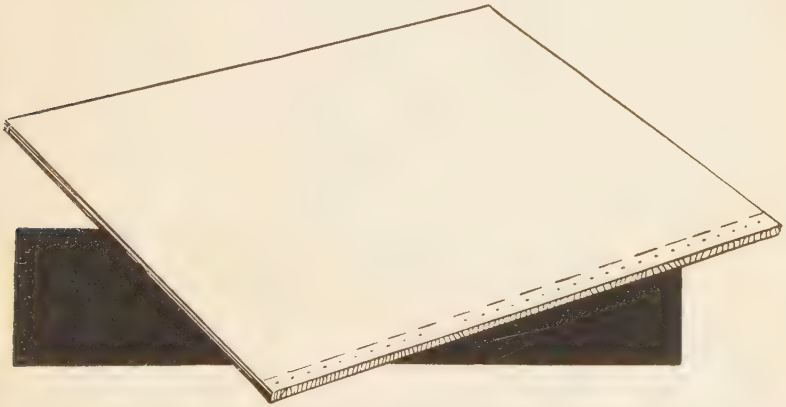

Fig. 272—Stabbing Sections—Holes in All Sections Must be Uniformly Spaced Apart and in line
7. Set up your "stabbing" press, if one is available, to pierce holes about three quarters of an inch apart and $\frac{3}{16}$" from glued edge of sections. Fig. 272.